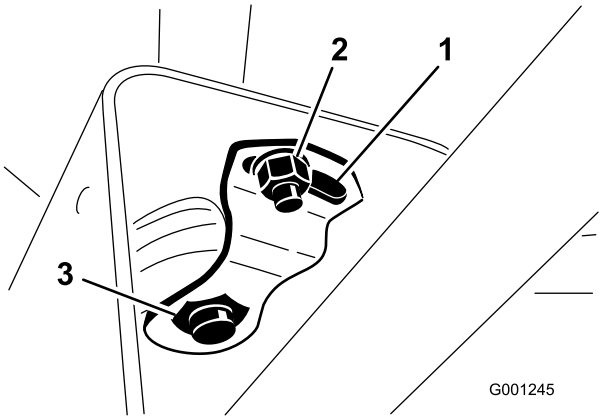

Figur 33
2. Skjut upp kåpan längs med styraxeln för att exponera svängfästet (Figur 33).
3. Lossa den lilla muttern, vrid tappfästet tills den stora muttern undertill är åtdragen (Figur 33).